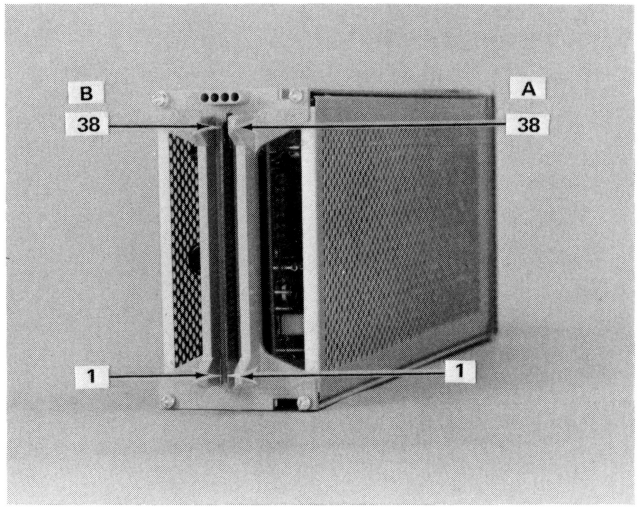

**Fig. 3-1. Location of pins on Interface connector.**
**Interface Connector Pin Locations.** The Interface circuit board couples the 7B53A/7B53AN to the associated oscilloscope. Fig. 3-1 illustrates the locations of pins on the interface connector as shown on the Voltage distribution and Output Connectors schematic in the diagrams section.